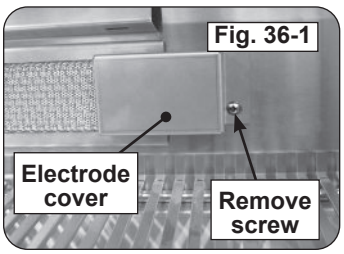

Fig. 36-1
3. Remove the electrode cover by first removing the screw, sliding the cover to the right, then outward. See Fig. 36-1.